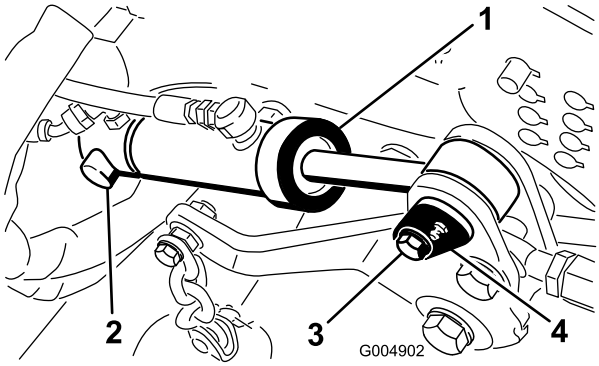

**Rysunek 89**
45. Zamontuj tylną stronę siłownika podnoszenia jednostki tnącej do sworznia obrotowego i zabezpiecz pierścieniem sprężystym (Rysunek 89).
46. Zamocuj przednią stronę siłownika podnoszenia do ramy kosiarki, używając sworznia siłownika ze śrubą (Rysunek 89).